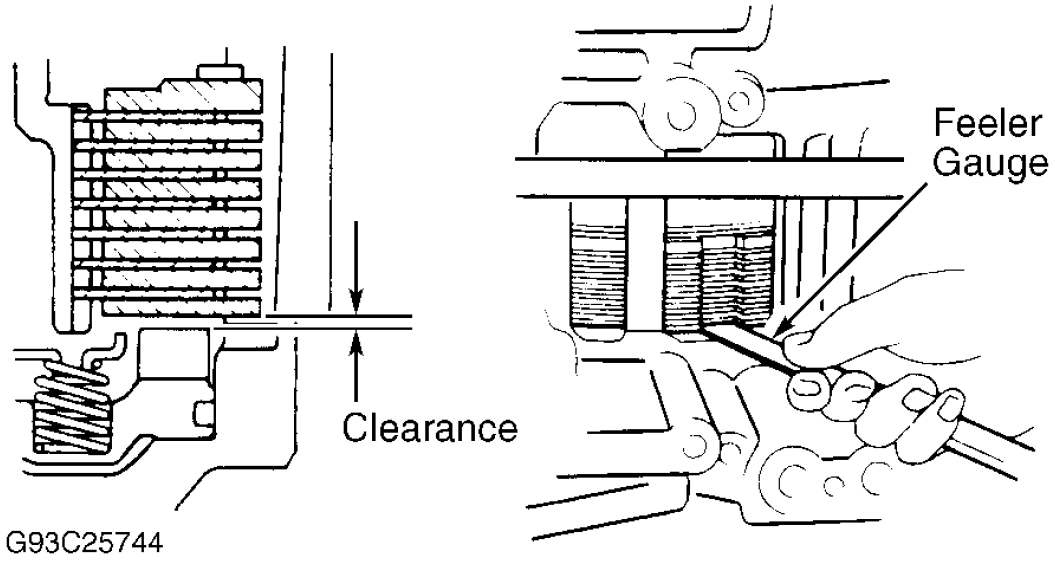

Fig. 68: Checking 1st & Reverse Brake Pack Clearance
7. Check operation of 1st and reverse brake. Apply compressed air at oil passage of transaxle case to confirm piston movement. See **Fig. 15** . Check pack clearance of 1st and reverse brake. Clearance for A-540E is .33-.081" (.85-2.05 mm). Clearance for A-540H is .041-.085" (1.04-2.16 mm). Clearance for A-541E is .076-.106" (1.92-2.86 mm). See **Fig. 68** .